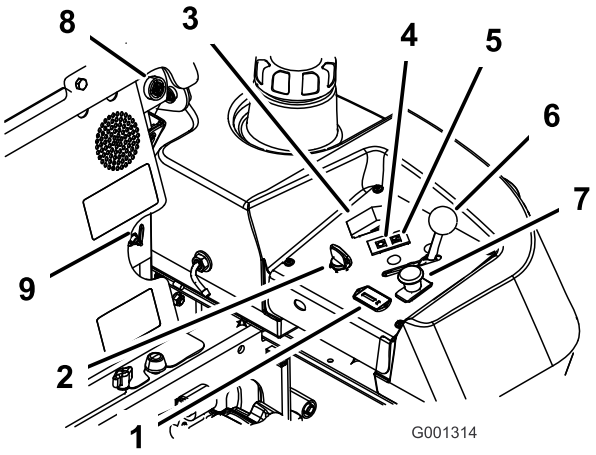

Figuur 11
4. Schakel de aftakas uit (Figuur 11).